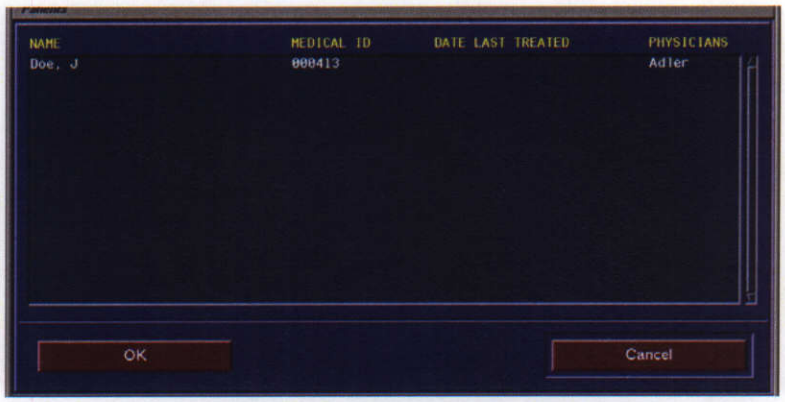

**Figure 9 Prescription Patients**
**Step 1.** From the CyberKnife System menu (*See module, System Startup*), click **PRESCRIPTION**. The Patients window (*Figure 9 Prescription Patients, page 7*) appears.